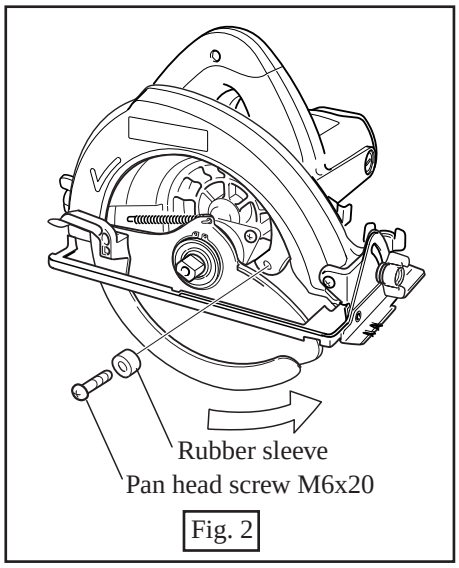
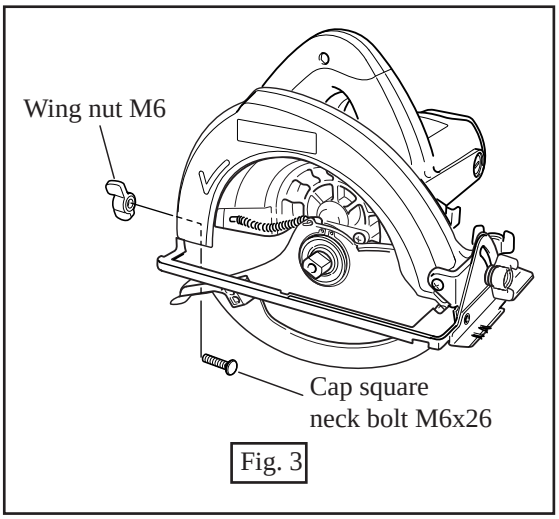
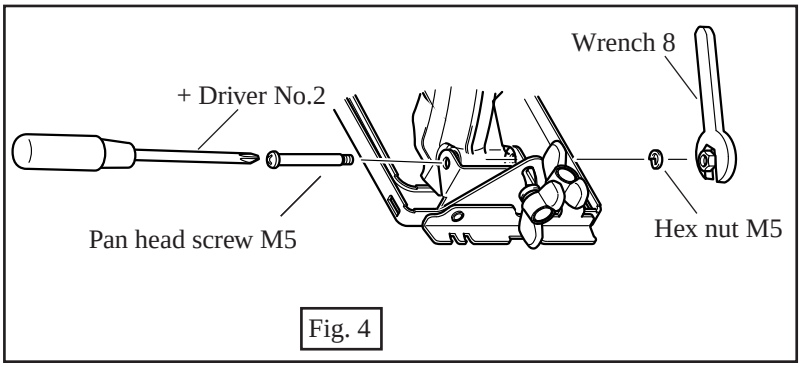
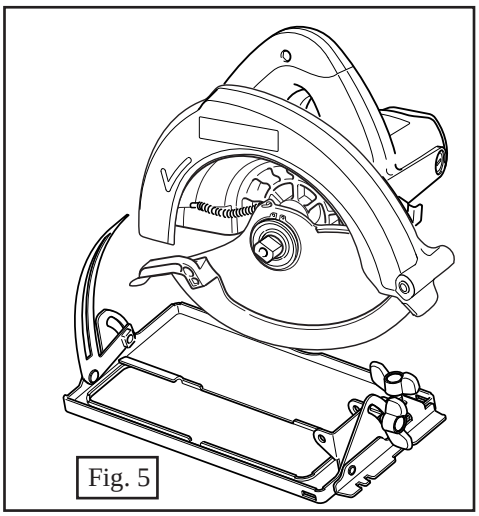

Fig. 2
Fig. 3
Fig. 4
Fig. 5
1. Take off rubber sleeve by unscrewing pan head screw M6x20. Then, safety cover pivots in the direction of arrow. See Fig. 2.
2. Unscrew wing nut M6, and take off cap square neck bolt M6x26. The contact of blade case with base has been disconnected on the rear side. See Fig. 3.
3. With holding hex nut M5 with wrench 8, unscrew pan head screw M5. Then, the contact of blade case with base has been disconnected both on front and rear side completely. Base can be removed from blade case. See Fig. 4 and Fig. 5.
(1) With referring to Fig. 2, Fig. 3, Fig. 4 and Fig. 5 at page 2, separate motor unit from base.